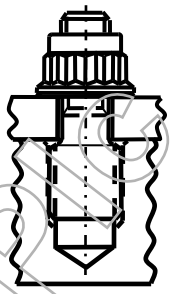

FIGURE 4 – SELF-LOCKING NUTS ON NUT END OF STUDS
b) Self-locking or free-running nuts assembled onto the nut end of studs (see Figure 4)